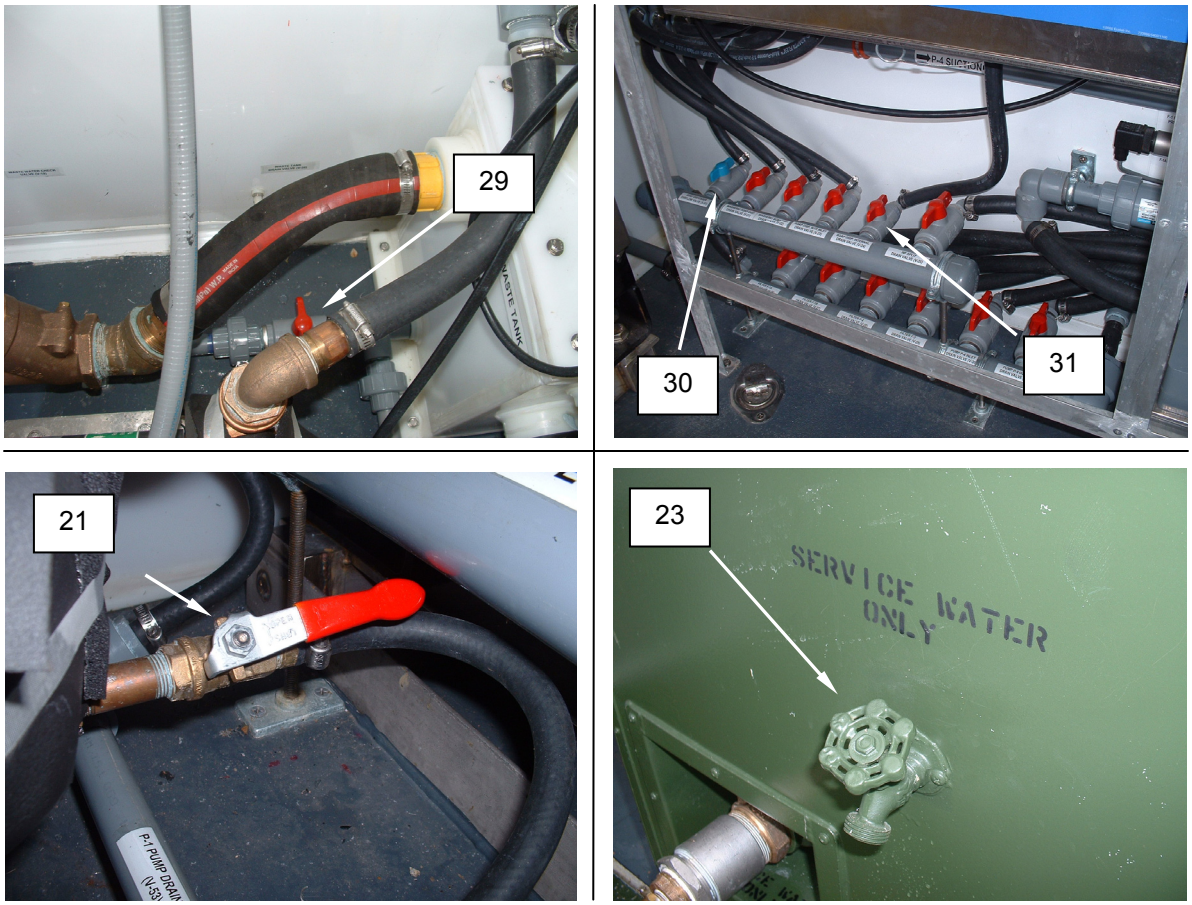

Figure 22. Drain System.
29. Open main waste valve V-36 **(Figure 22, Item 29)**. Close valve V-36 after valve has drained.
30. Close valve V-24 **(Figure 22, Item 31)**, P-1 Pump drain V-53 **(Figure 22, Item 21)**, and spigot **(Figure 22, Item 23)**. Close valve V-23 **(Figure 22, Item 30)** after valve has drained.